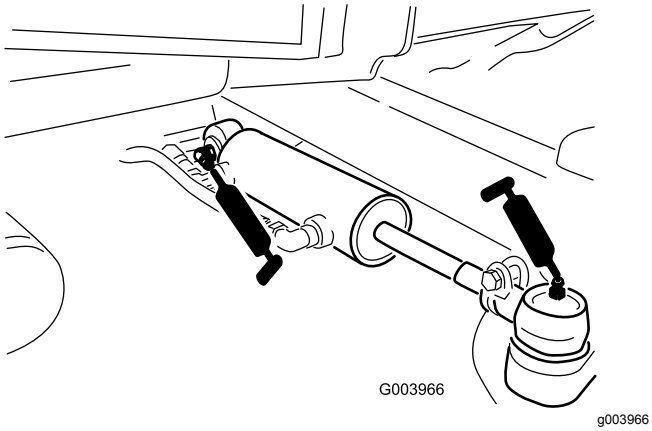

Figur 44
- Styresylinderens kuleledd (2) (Figur 44)